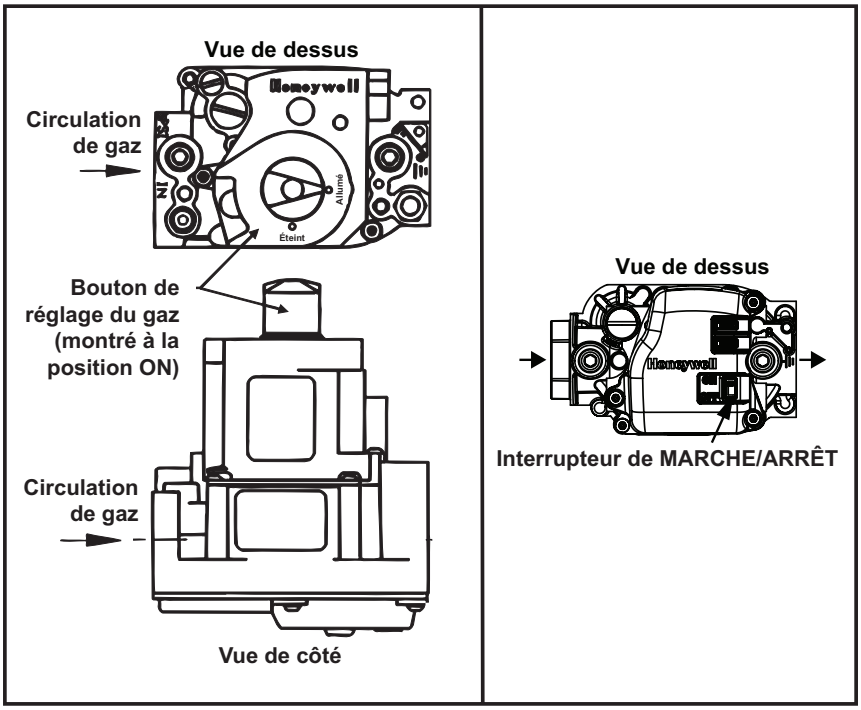

**Figure 27. Commande ON/OFF de la valve de gaz**
3. Ouvrez la porte d'accès et localisez le bouton de commande du gaz (ON/OFF) ou le commutateur de la valve de gaz (voir **Figure 27**).